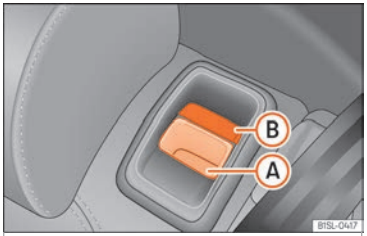

Fig. 135 Back seat: unlock button (A); red marking (B)
- Pull the unlock switch ››› Fig. 135 Ⓐ forwards whilst simultaneously lifting the rear seat backrest.